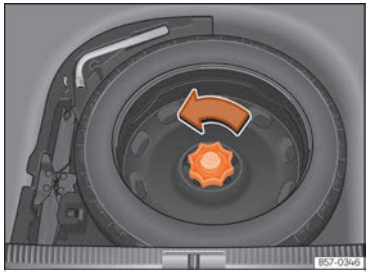

Fig. 221 Al maleter: base de càrrega alçada.
- Gireu la rodeta en sentit contrari al de les agulles del rellotge ››› fig. 221.